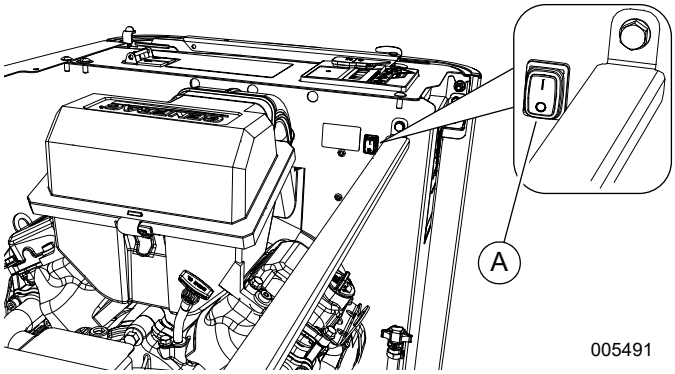

Figure 3-7. Internal Auxiliary Shutdown Switch (13–22kW)
See ***Figure 3-7***. 13–22 kW generators also have an auxiliary shutdown switch (A) located inside generator.